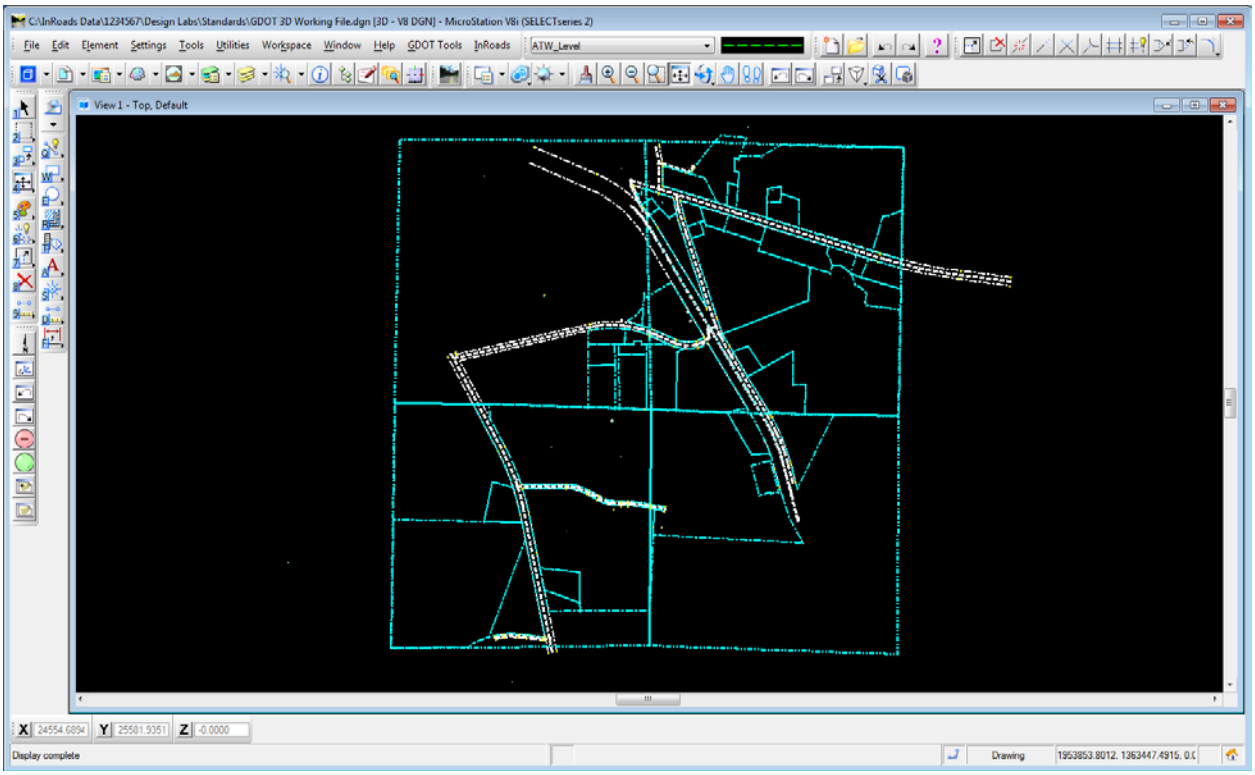

Figure L3-6 MicroStation Window
12.	• In the **View Horizontal Annotation** dialog click **Apply** and then click **Close**. (Please be patient -- viewing may take time.) • In MicroStation, Click the **Fit View** button. **Fit View** • Verify your MicroStation view resembles that shown in *Figure L3-6*.